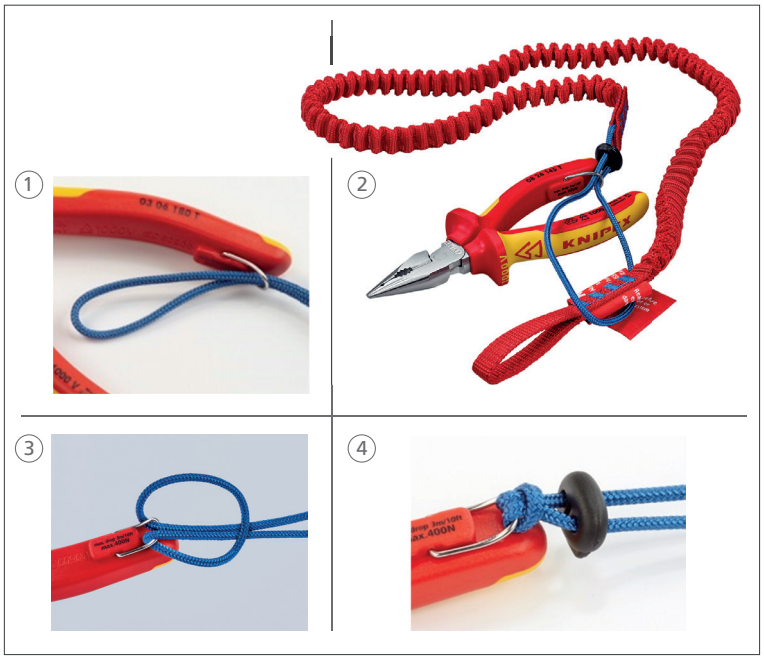

Figur 8: Tilkobling via løkke
- KNIPEX-verktøy med festepunkt skal kun festes med en løkke (figur 8).
Den andre enden av snoren festes med løkke eller karabinkrok til et egnet festepunkt (se kapittel 4.1.3, figur 8 og 4.1.4).